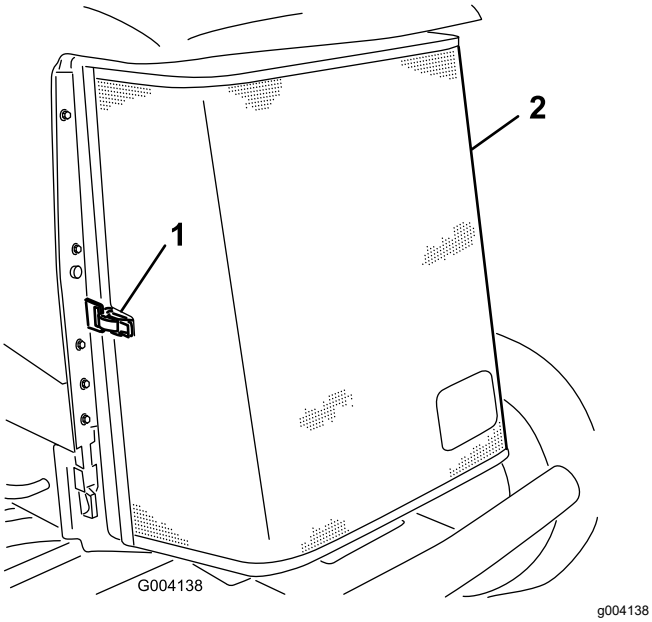

Figuur 110
5. Ontgrendel het achterscherm en draai het open (Figuur 110).